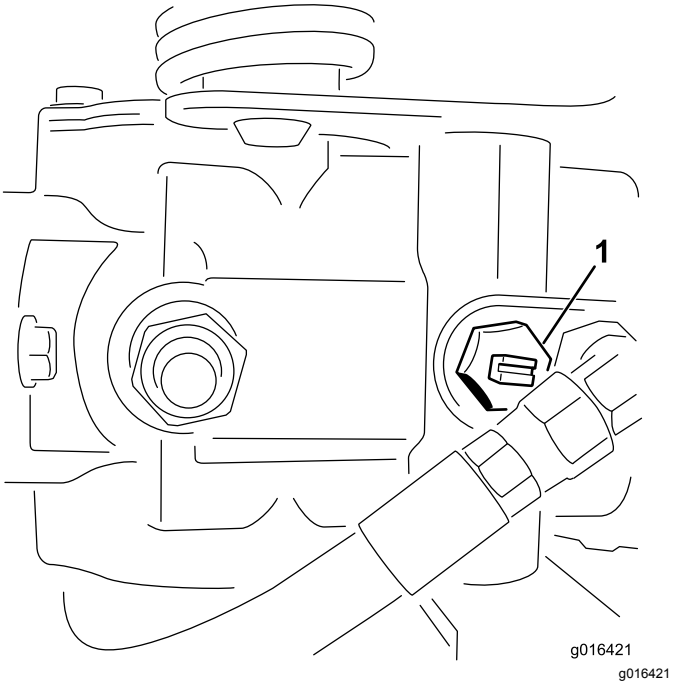

Figur 27
1. Find omløbsventilen på pumpen, og drej den 2 hele omgange mod uret (Figur 27).
2. Luk omløbsventilen ved at dreje den 2 hele omgange med uret, før du starter motoren (Figur 27).